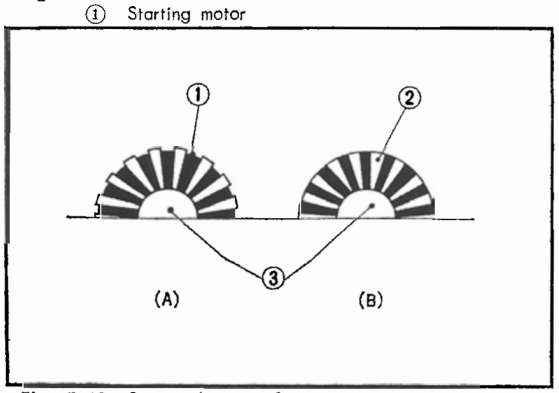

Fig. 5.60 Sectional view of commutator
The normal condition of the commutator is as shown is **Fig. 5.60 (A)** and after a period of use, the copper contacts become worn to a shape shown in (B). When this condition develops, the commutator must be restored to the original condition. This rework (under-cutting the mica) requires special skill and tooling, therefore, it should be referred to a specially shop. **(Fig. 5.60, 5.61)**